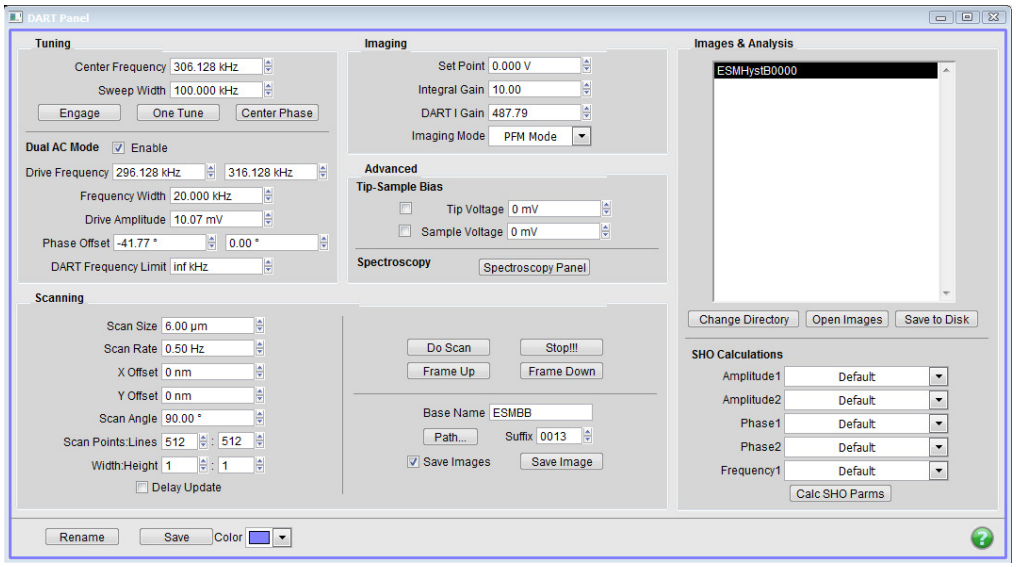

Figure 8.2.: The DART panel.
- The panel in Figure 8.2 on page 102 should appear . If it does not, in the main menu bar go to *Programming* ▷ *User Panels*. You should see a list of available panels, including DART. Select it and the panel below should appear.
- Typically, you will want to record *Frequency*, Height, *Phase1*, *Phase2*, *Amplitude1*, *Amplitude2*. You can use the difference between the phase channels to evaluate the dissipation (Q) of the tip-sample interactions.
- In the DART panel in Figure 8.2 on page 102 try a center frequency of 320 kHz and sweep width of 100kHz.